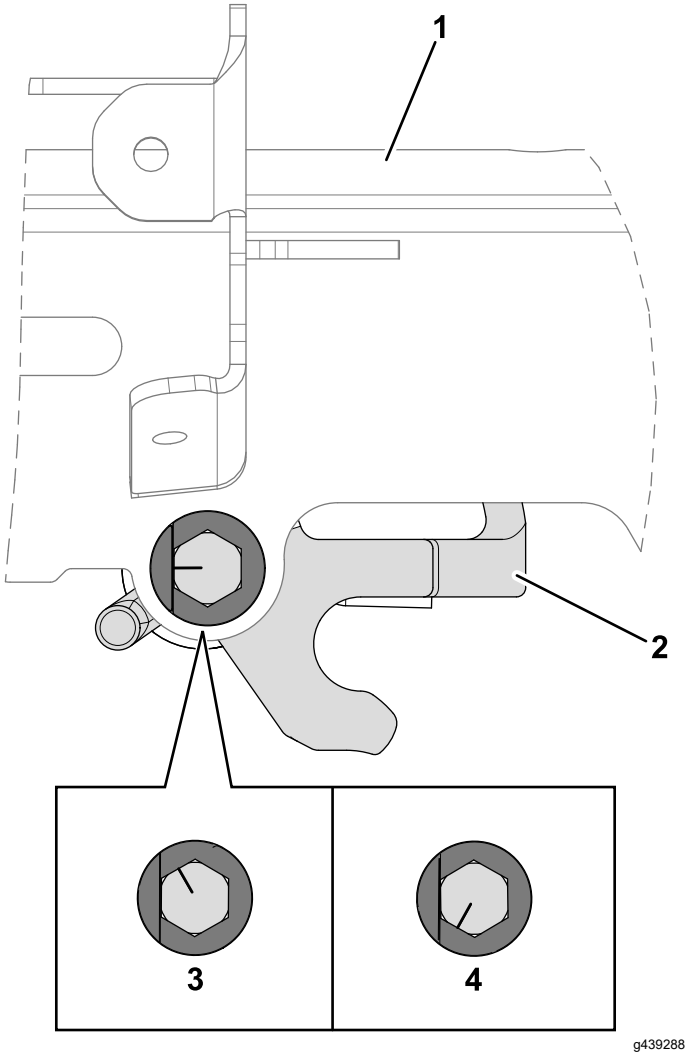

Rysunek 14
2. Obracaj śrubę w prawo lub w lewo, aby dostosować kąt regulatora wysokości uchwytu w kierunku do wewnątrz lub na zewnątrz. Regulator wysokości uchwytu powinien zostać ustawiony równolegle do górnego spawu odbiornika, zgodnie z Rysunek 14.